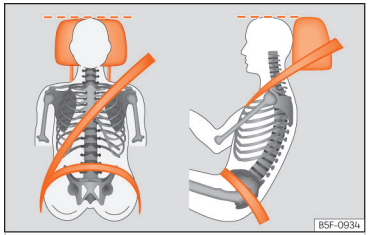

Abb. 16 Richtiger Gurtbandverlauf und richtige Kopfstützeneinstellung.
- Kopfstütze so einstellen, dass die Oberkante der Kopfstütze sich so weit wie möglich auf Höhe des Oberkopfes und so nahe wie möglich in Augenhöhe befindet[1] ››› S. 91. Den Hinterkopf so nah wie möglich an der Kopfstütze positionieren ››› (Abb. 16).
- Fahrersitz in Längsrichtung so einstellen, dass die Pedale mit leicht angewinkelten Beinen durchgetreten werden können und der Abstand zur Instrumententafel im Kniebereich mindestens 10 cm (4 Zoll) beträgt ››› (Abb. 16).